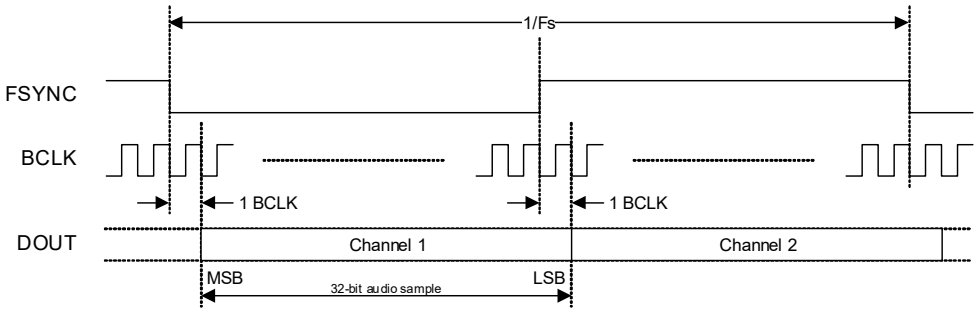
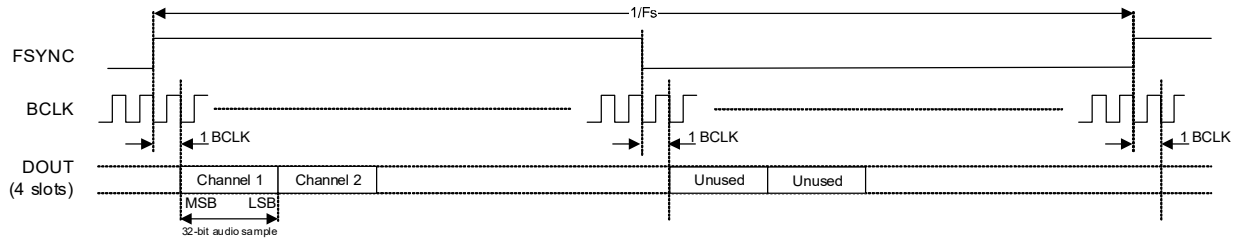

**Figure 4-17. I²S Data Format**
**Figure 4-20. TDM Data Format, 4-Slot Example (FSYNC = Square Wave)**
The ASP data format in I²S, Left-Justified, and TDM interface modes as illustrated in Fig. 4-17 through Fig. 4-20. Refer to Table 4-15 for the applicable definition.
- If I²S data format is selected, the ASP supports audio channels 1–2 as shown in Fig. 4-17. The minimum BCLK rate is 64×Fs (where Fs is the sample rate). In ASP Primary Mode, the minimum BCLK rate of 64×Fs is not supported for sample rates of 16 kHz or 32 kHz. A higher BCLK frequency can be used, resulting in unused BCLK cycles between the LSB of one sample and the MSB of the next.
An example of the 4-slot TDM format in ASP Primary Mode with the FSYNC signal configured as a square wave is shown in Fig. 4-20. In this example, audio channels 0 and 1 occupy TDM slots 0 and 1 in the high (Logic 1) phase of the FSYNC signal, TDM slot 0 and 1 in the low (Logic 0) phase of the FSYNC signal are unused.